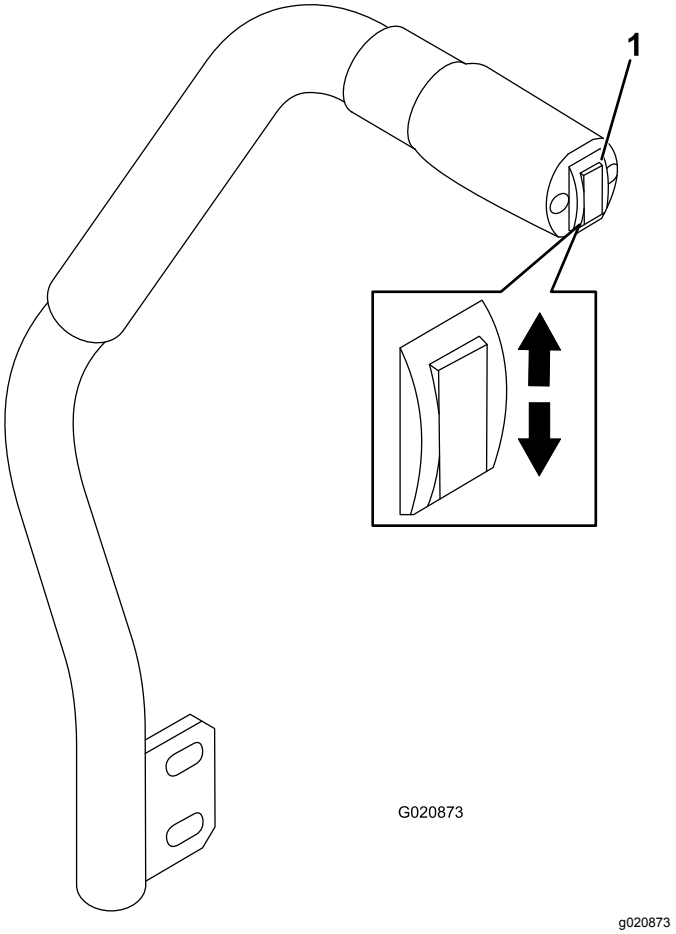

図 22
デッキ昇降スイッチ図 22は、カッティングユニットの上昇と下降を行うスイッチです。このレバーは、エンジンが掛かっていないと使用できません。
- カッティングユニットを下降させるには、スイッチを下に押す図 22。
- デッキを上昇させるには、スイッチを上に押す図 22。
1. エンジンを始動し、デッキの昇降スイッチを上に押してカッティングユニットを一番高い位置まで上昇させたら**すぐにスイッチから手を離す**図 22。